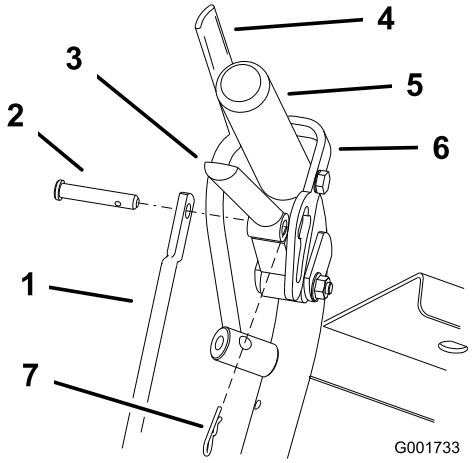

Figur 37
1. Justera stångens längd genom att släppa drivningsspaken och avlägsna hårnålssprinten och sprintbulten. Vrid stången i stångbeslaget (Figur 37).
4. Sätt i sprintbulten i drivningsspaken (Figur 37).
6. Montera hårnålssprinten mellan drivningsspakarna och neutrallåsen och in i sprintbultarna (Figur 37).